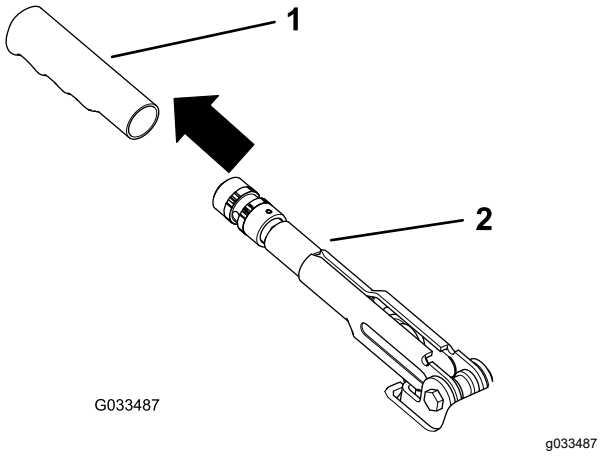

Figuur 56
1. Verwijder de rubberen handgreep van de parkeerremhendel (Figuur 56).
5. Monteer de rubberen handgreep op de parkeerremhendel (Figuur 56).